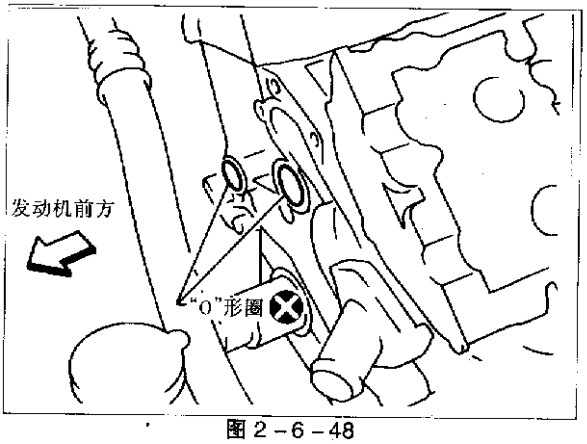

图 2－6－48
(13) 调校后正时链盖的定位销，然后安装其在汽缸盖和汽缸体上，见图 2－6－49。